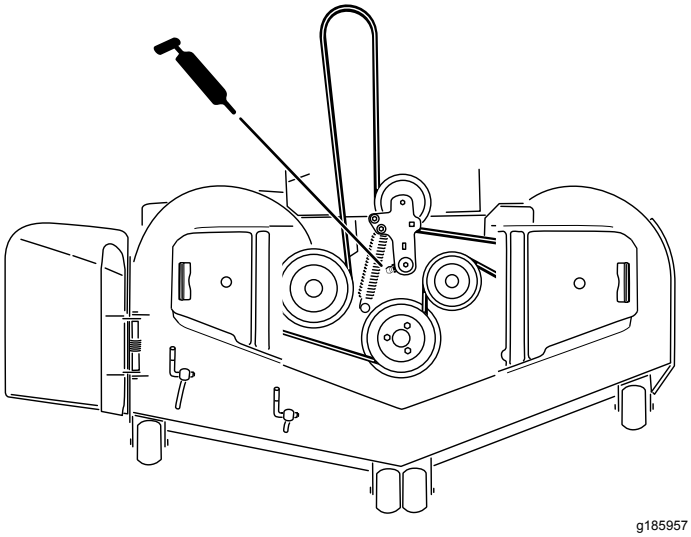
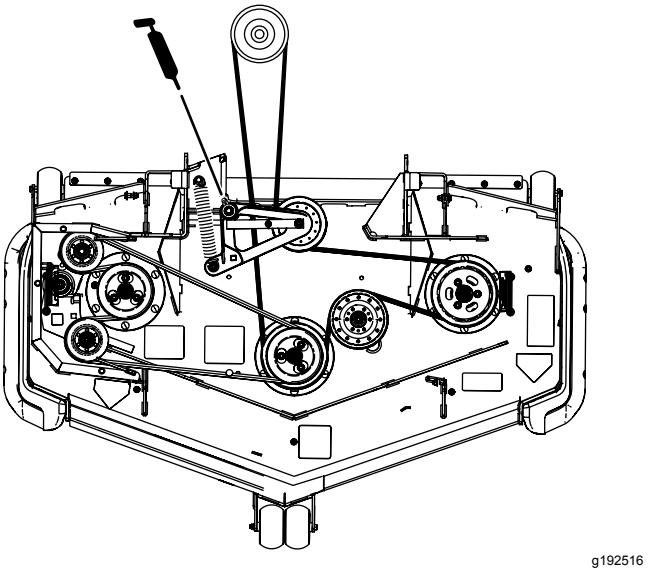

Figur 53
Figur 54
5. Smörj armen på klippdäckets mellanremskiva tills fett sipprar ut nedtill (Figur 53 eller Figur 54).